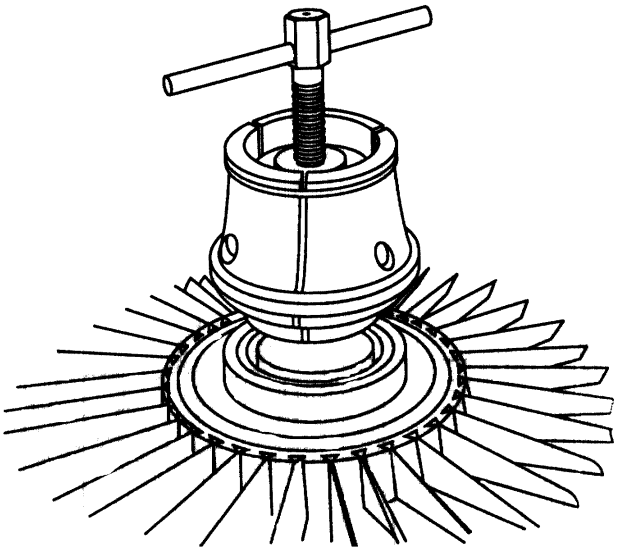

Figure 14. 6796971 Front Compressor Labyrinth Bearing and Seal Puller
n. Install 6796971 puller over bearing inner race. (See figure 14.)